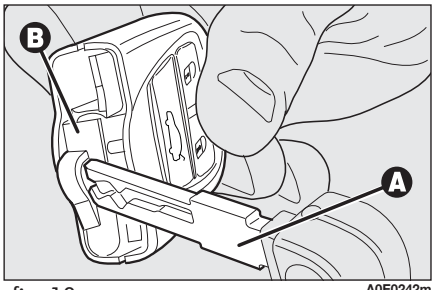

fig. 10
- ❒ remove the snap-fitted case **B-fig. 10** (red) by levering with the metal insert **A** of the electronic key in the point shown in the figure;